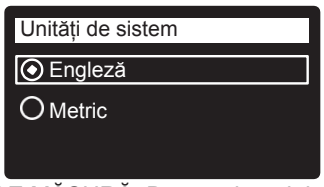

FIG. 26
17. SISTEMUL DE MĂSURĂ Dacă există deja un punct lângă sistemul dorit (fig. 26), treceți la Pasul 18. În caz contrar, apăsați taste ÎN JOS (▾) sau ÎN SUS (▴), ppentru a defila la sistemul dorit, apoi apăsați tasta SELECT (⬭), pentru a selecta sistemul.